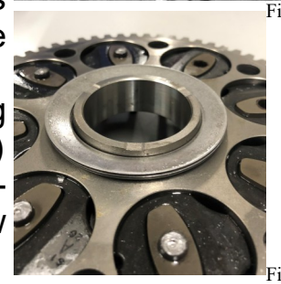

Figure 3
- Remove the primary drive gear, two spring washers and the stock cushions (Figure 3)